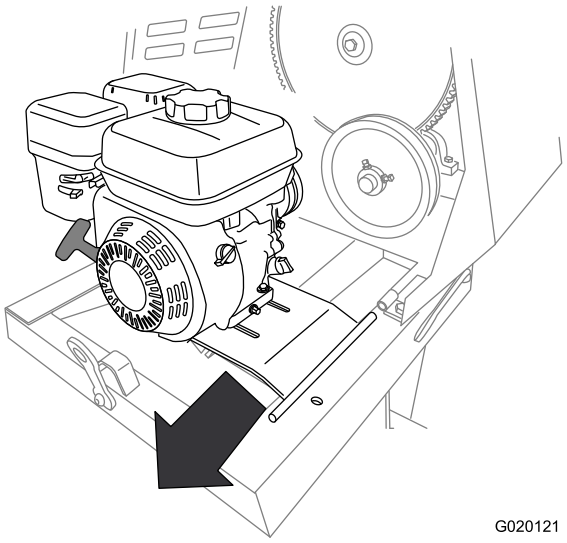

Figure 60
9. Poussez le plancher moteur en arrière et sortez-le du support de charnière avant (Figure 60).
10. Déposez le moteur et le plancher moteur de la machine (Figure 60).
2. Alignez le pivot du plancher moteur sur le support de charnière avant (Figure 60).
3. Poussez le plancher moteur en avant et le pivot dans le support de charnière avant (Figure 60).
4. Alignez le support de charnière arrière sur le pivot de la charnière du plancher moteur (Figure 60).